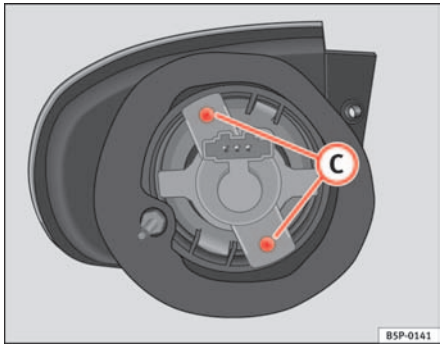

Fig. 190 Indicator lights
– Unscrew the bolts ⇒ page 255, fig. 190 (C) from the lamp holder and pull on this.
– Unscrew the bolts ⇒ fig. 190 (C) from the lamp holder and pull on this.